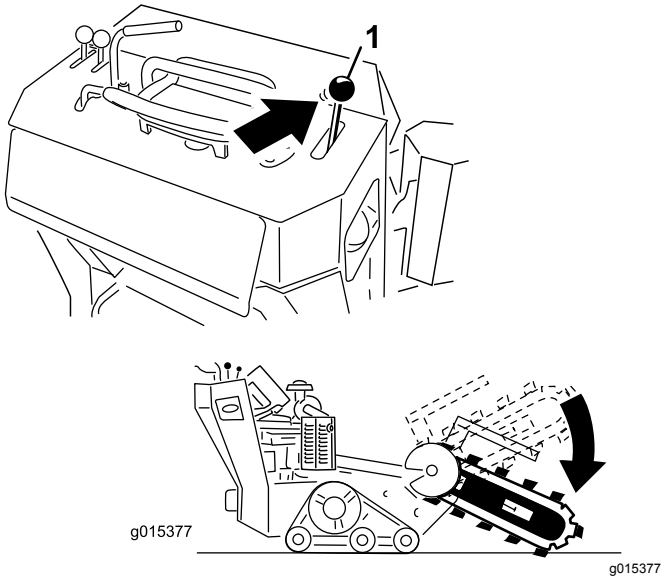

Figuur 20
2. Laat de graafarm zakken (Figuur 20).